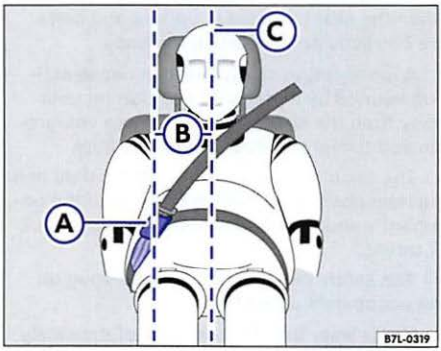

Fig. 57 Positioning of the safety belt extender.
Key to fig. 57:
- **Never use a safety belt extender if the distance (B) between the front edge of the safety belt extender buckle (A) and the centerline of the person using the safety belt extender ⇒ fig. 57 Ⓒ is less than 6 inches (15 cm).**